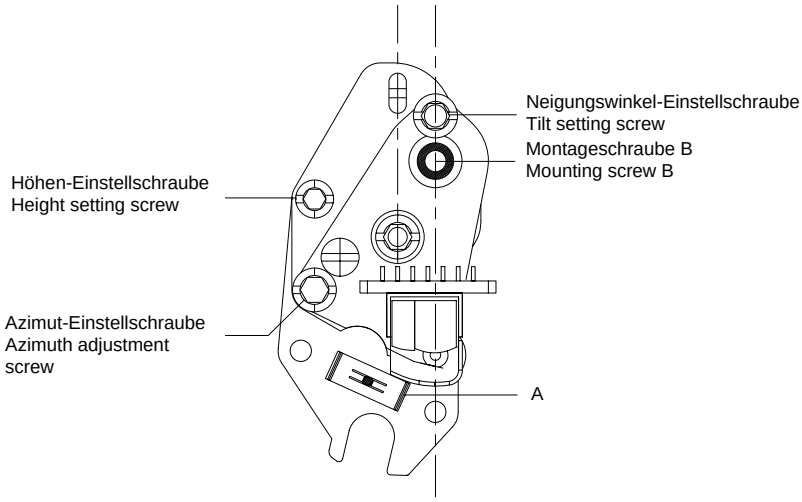

Fig. 14
- Befestigungsfeder "A" (Fig. 14) und den Stecker abziehen.
- Remove fixing spring "A" (Fig. 14) and unplug the connector.